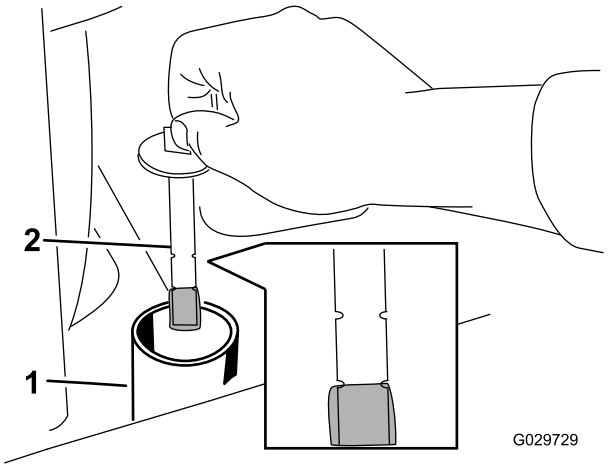

Rysunek 57
4. Wykręć korek zbiornika oleju hydraulicznego i wskaźnik poziomu oleju (Rysunek 57).